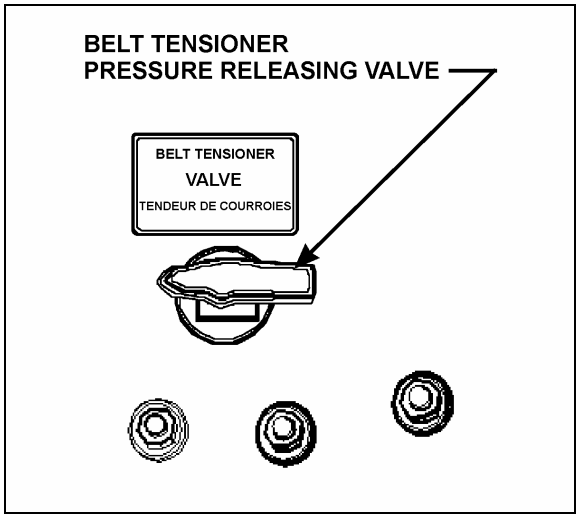

FIGURE 14: BELT TENSIONER VALVE 01063
4. Locate the belt tensioner pressure releasing valve (Fig. 14). Turn pressure releasing valve handle counterclockwise in order to release pressure in belt-tensioner air bellows and loosen belts. Remove the belts.